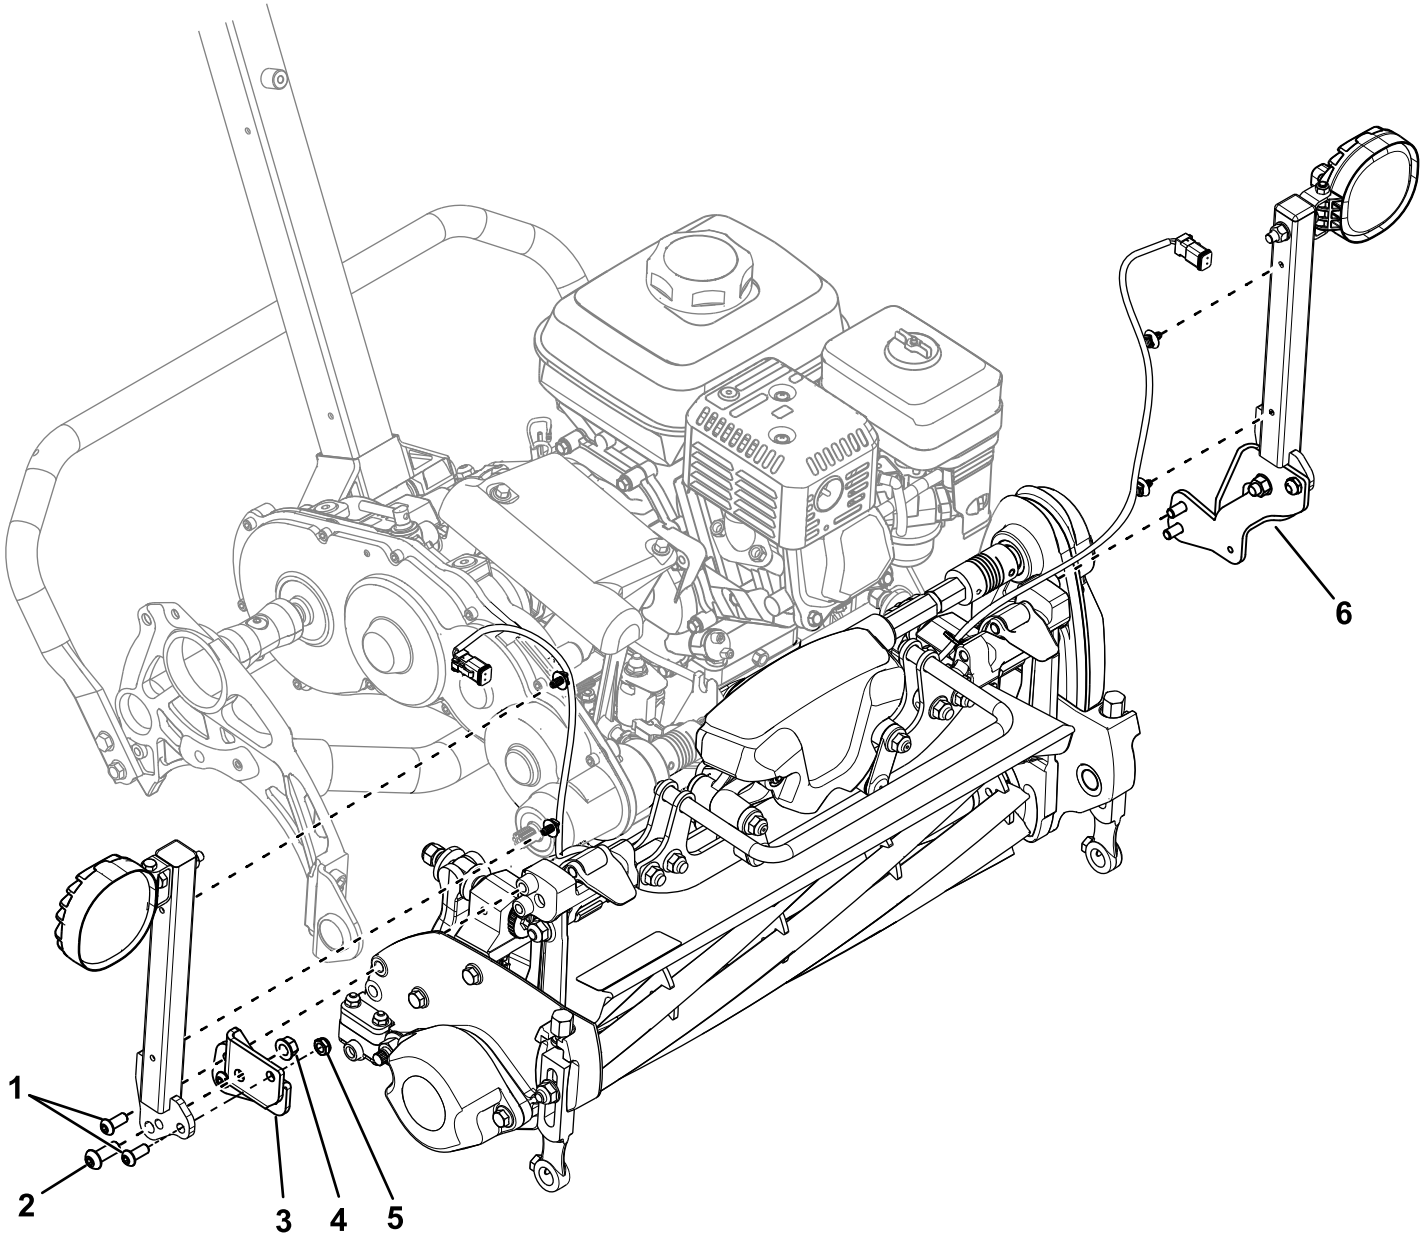

図 4
1. ライトマウントをブラケットに取り付けるソケットヘッドねじ5/16"2本、ロックナット 2 個、ソケットヘッドねじ⅜"2 本、フランジナット3/8"2 個を使用する図 4。
2. マウントブラケットをカッティングユニットのハブに取り付けるソケットヘッドねじ5/16"4 本を使用する図 4。